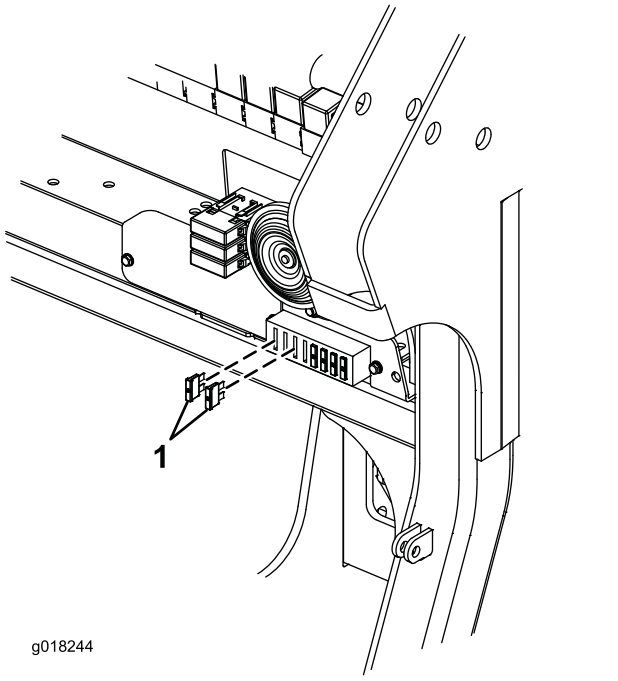

Figura 7
13. Instale 2 fusibles (15 A) en el bloque de fusibles. Utilice los zócalos 1º y 3º contando desde el extremo izquierdo del bloque de fusibles (Figura 7).